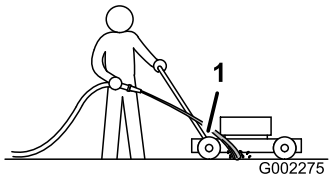

Figura 35
3. Tenete il flessibile da giardino all'altezza della maniglia e indirizzate il getto per terra, davanti alla ruota posteriore **destra** (Figura 35).